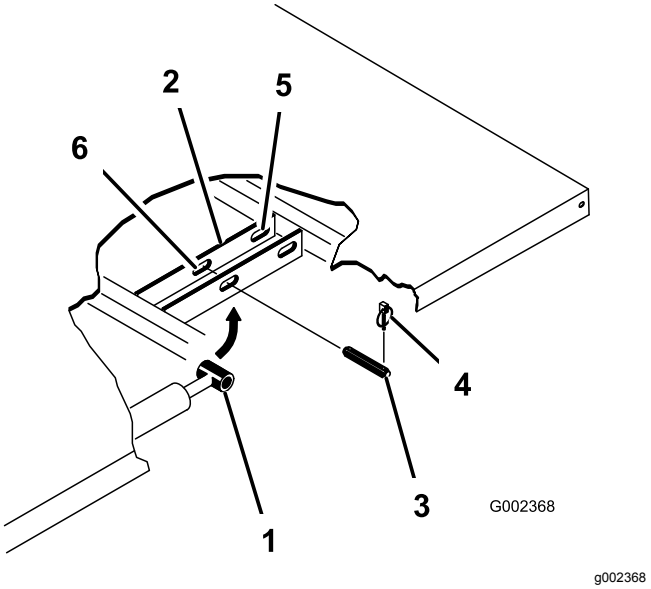

Rysunek 34
3. Wyjmij zawleczki z zewnętrznych końców sworzni z łbem płaskim tłoka siłownika (Rysunek 34).
4. Usuń sworznie z łbem płaskim mocujące końce tłoczysk siłowników do płyt montażowych platformy, wciskając sworznie do wewnątrz (Rysunek 34).
5. Wyjmij zawleczki i sworznie z łbem płaskim mocujące wsporniki osi obrotu do kanałów ramy (Rysunek 34).